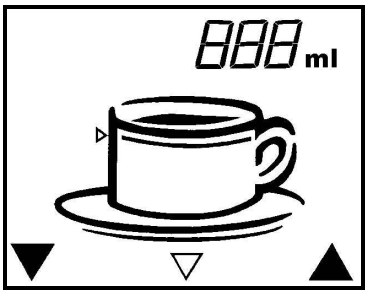

Rys. 8
1. Prosze wybrać program "Ilość napoju na filiżankę". Na dispalyu pojawi się rys. 8.
2. Jeśli chcą Państwo większej ilości, prosze nacisnąć prawą część przycisku (13). Maksymalna pojemność wynosi około 280 ml.
3. Jeśli chcą Państwo mniejszej ilości, proszę nacisnąć lewą część przycisku (13). Najmniejsza pojemność to około 80 ml.